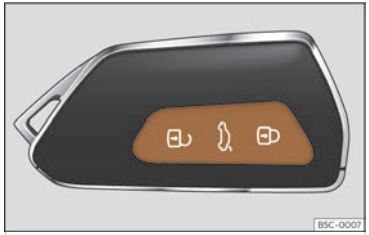

Fig. 77 Clé à télécommande : touches.
- Verrouiller : appuyez sur le bouton ››› **fig. 77**.